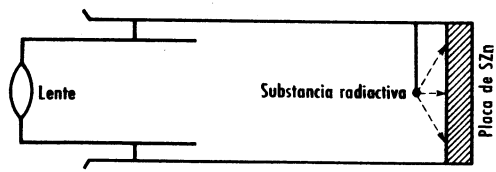

FIG. 15
3.ª Cuando la radiación incide sobre una placa de blenda de cinc (SZn), produce relampagueos intermitentes llamados "scintilaciones". El aparato llamado espintariscopio permite apreciarlas (fig. 15).